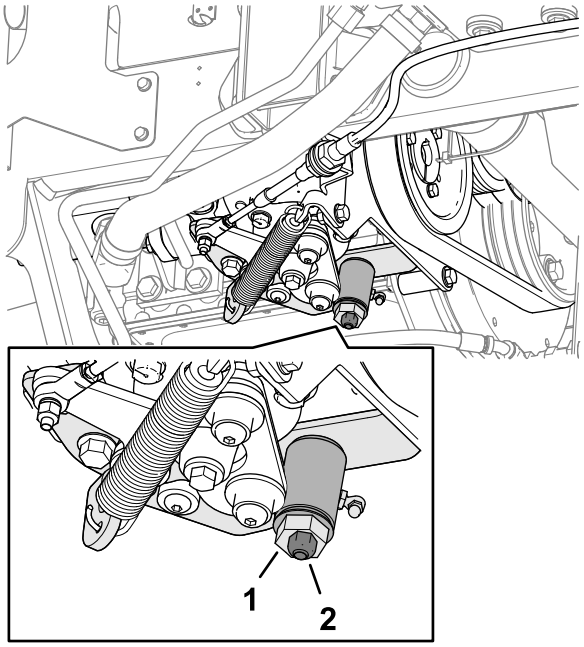

Figur 76
3. Lossa låsmuttern på hjuldrivningens justeringskam (Figur 76).